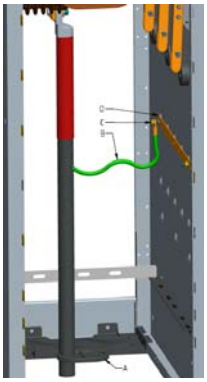

Figure 4.7.4
- Faire glisser le caoutchouc de traverse (Figure 4.7.4 A) à la bonne hauteur sur le câble.
- Raccorder le câble de terre (Figure 4.7.4 B) à l'aide de l'écrou (Figure 4.7.4 C) à la barrette (Figure 4.7.4 D).